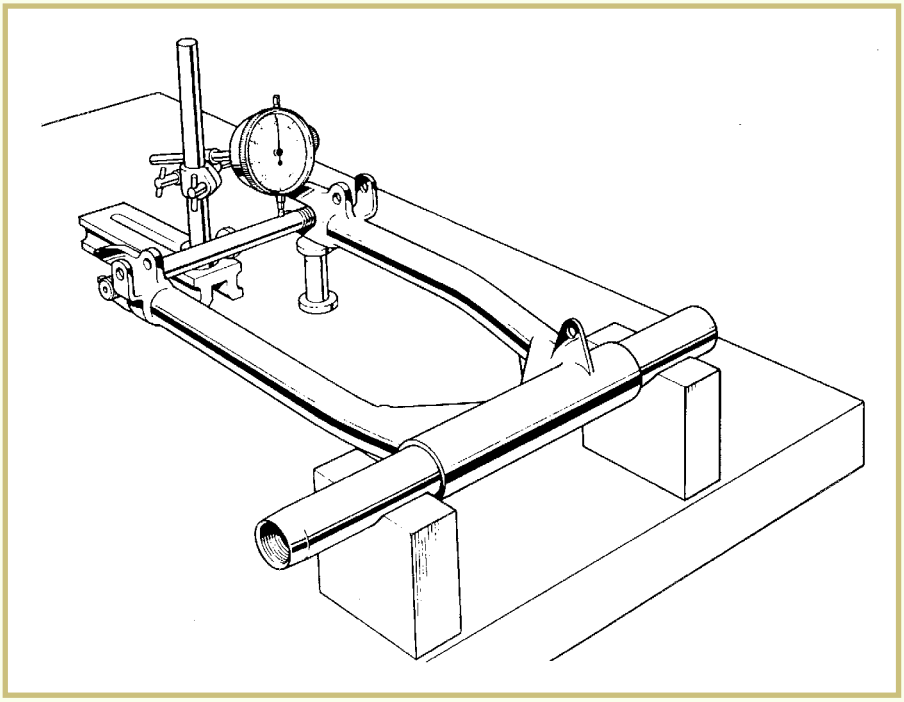

FIGURE 31—Swing-arm alignment is being checked here. (Drawing courtesy Triumph)
6. If one side is lower, place a bar under the low side and over the high side. Then apply pressure to the bar in order to bend the high side down, thus aligning both sides so they're equidistant from the floor. If the swing arm has been removed from the frame, check alignment as shown in Figure 31.